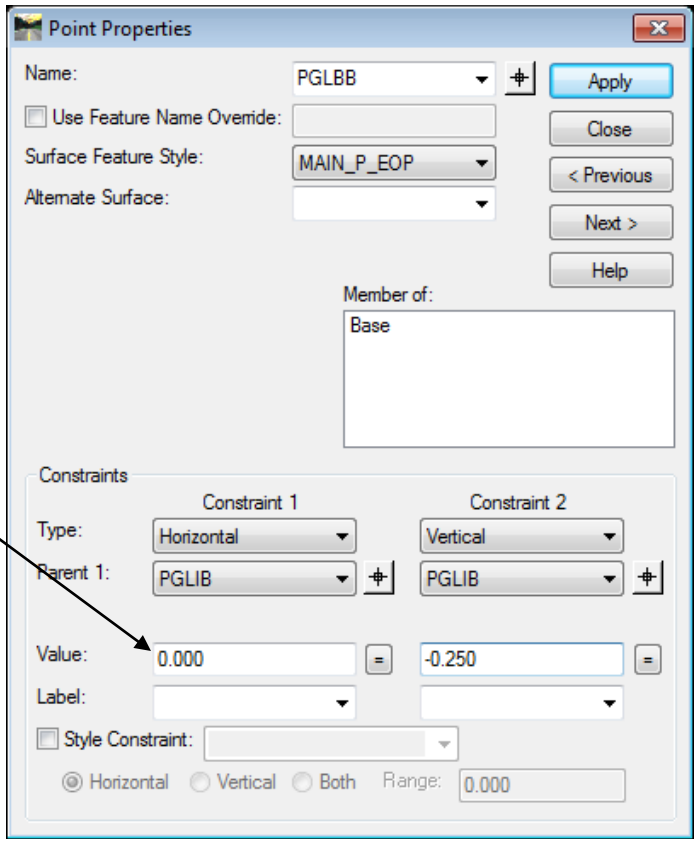

Figure L7-31 Point Properties Dialog
• Verify your entries match those shown in *Figure L7-31*.